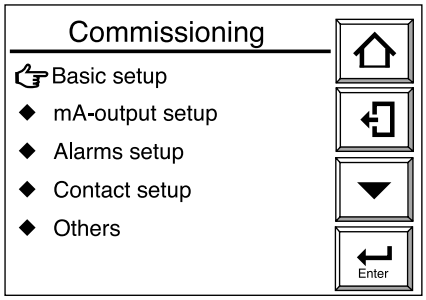

Figura 7.6 Display Configurazione
(1) Premere il tasto Configurazione.
(2) Utilizzare il tasto ▼ per selezionare Setup e quindi premere il tasto [Enter].
(3) Nel display password, premere il tasto [Enter]. Qualora sia necessario impostare nuovamente la password, immettere la nuova password (per dettagli vedi sezione 8.6.4 “Password” nel presente manuale).
(4) Viene visualizzato il display Configurazione illustrato nella figura 7.6. Selezionare “Basic setup” e premere [Enter].